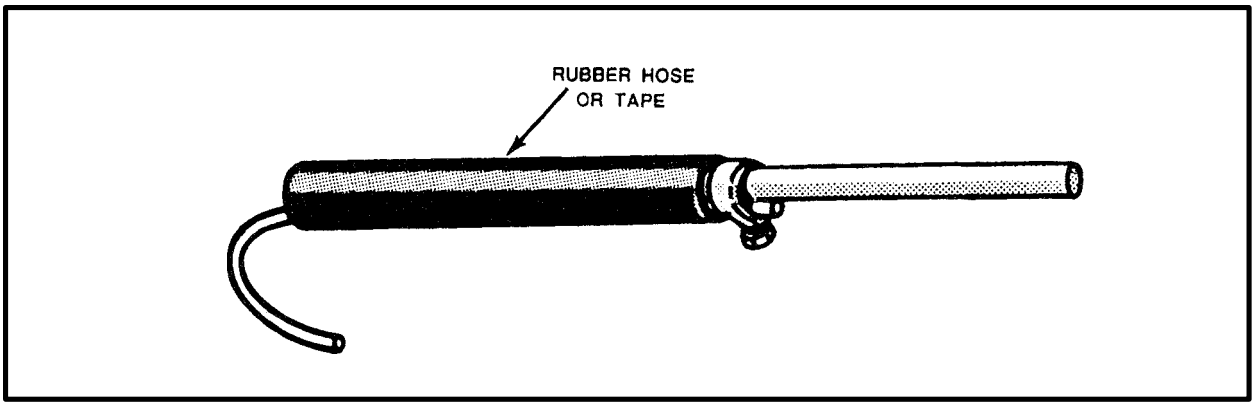

*Figure D-2. Insulation Around Rod*
•Slide the 12-inch piece of rubber hose over the cable and grounding rod so that the rod is approximately 1 inch from the end of the rubber hose. Fill the end of the hose with silicone sealant to provide insulation protection from the bare end of the rod (Figure D-2). If a rubber hose is not available, wrap electrical tape or pressure-sensitive tape around the clamp and the lower portion of the rod so that the tape is approximately 1/2-inch thick.